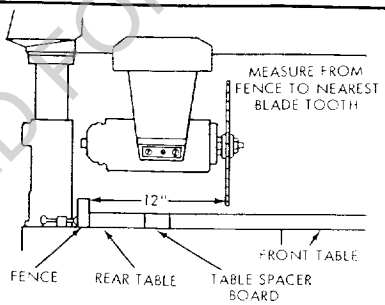

Figure 39
c. The "Out-Rip" scale indicator on the left-hand side of radial arm is adjusted in essentially the same manner as the "In-Rip" indicator, except the fence should be at extreme rear and the blade positioned as shown in figure 39. With 12 inches measured between the fence (when in full rear position) and face of saw blade, the rip-scale indicator should be positioned to read 12 inches on the upper portion of the "Out-Rip" scale.
NOTE: With the saw blade and fence in the position shown in figure 39, the upper portion of the "Out-Rip" scale is used. If the fence is moved to normal position (at the rear of front